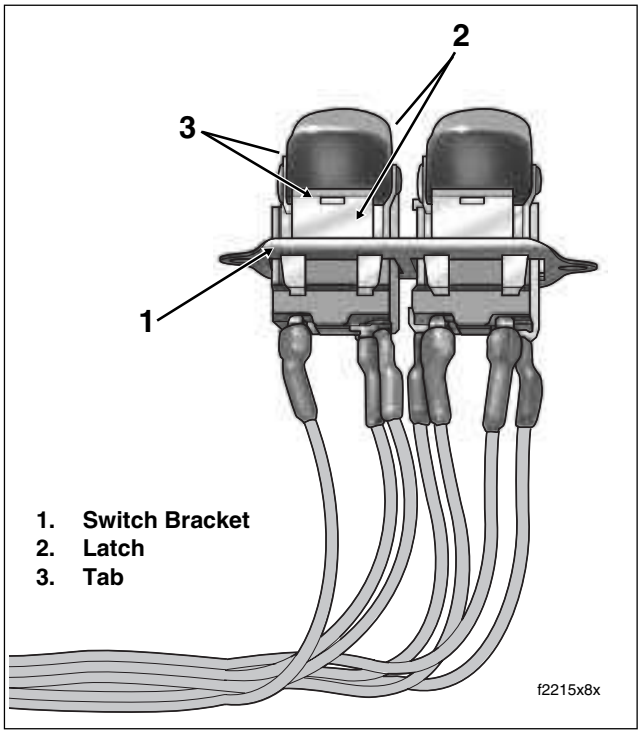

Figure 8-84. Bend Latches Outward to Release Tabs
f. Carefully pry two latches on bracket outward to release tabs on switch. Remove switch from bracket. See Figure 8-84.
a. Place **new** switch into position in bracket. Engaging tabs on switch in slots of latches, gently bend tabs upward to lock position of switch in bracket. See Figure 8-84.